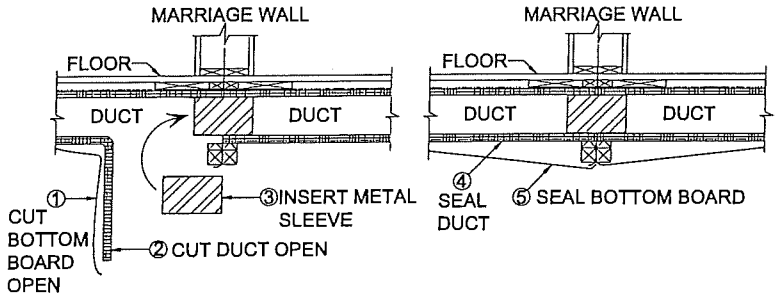

Figure 37. *In-floor duct with crossover using metal sleeve*
Join duct board ducts with a metal sleeve as follows (**Figure 37**):
2. **Open duct.** Create an opening in the duct by cutting the duct board as shown in **Figure 37.**